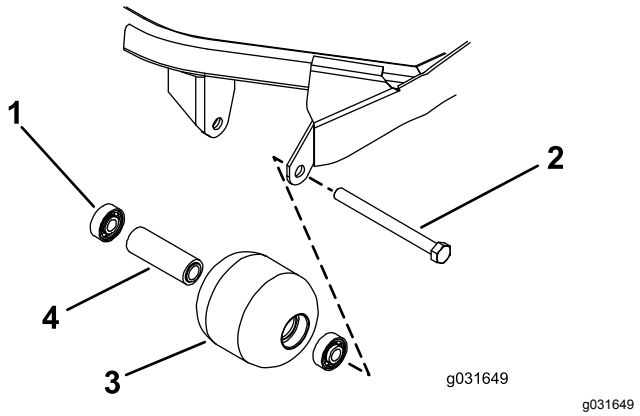

图 75
1. 卸下滚筒安装螺栓图 75。
4. 检查滚筒壳体、轴承以及轴承隔块是否受损 (图 75)。
1. 仅按住外圈或同时按住内、外圈将第一个轴承按入滚筒壳体图 75。
2. 插入隔片图 75。
3. 仅按住外圈或同时按住内、外圈将第二个轴承按入滚筒壳体直至其触及隔块图 75。